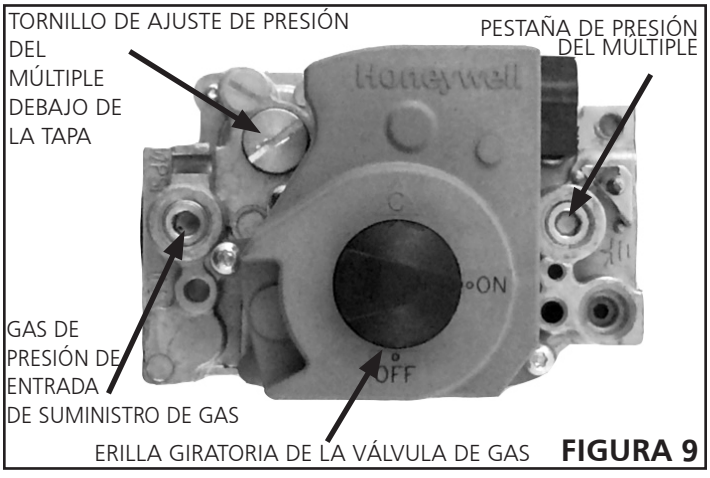

FIGURA 9
5. Hay una perilla giratoria negra que se puede mover entre las posiciones de encendido y apagado. Gire la perilla a la posición "off" (apagado). (Ver figura 9).
2. Después de verificar y ajustar la presión de la línea, verifique la presión del múltiple. La presión correcta del múltiple se indica en la placa de especificaciones de la unidad. Consulte la **figura 9** por la ubicación del tornillo de ajuste de la presión de gas. Se necesita un juego de conversión de gas natural a LP/Propano para convertir la unidad. Consulte las instrucciones de instalación suministradas con el juego de conversión para instalarlo.